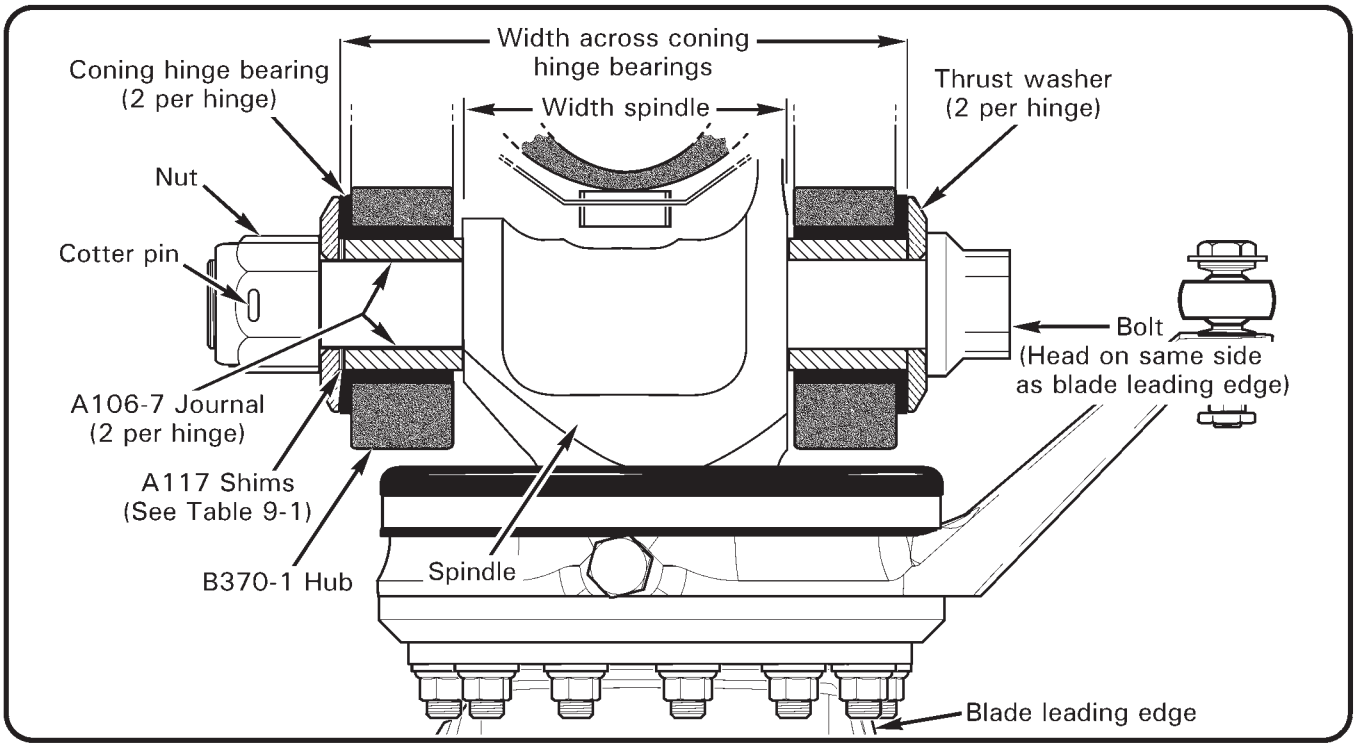

FIGURE 9-2B B370-1 HUB CONING HINGE (BLADE INSTALLATION; VIEW LOOKING DOWN)
1. Refer to Figure 9-2B and Table 9-1. Remove cotter pin, nut, thrust washer, and cone blade to remove nut-side journal.